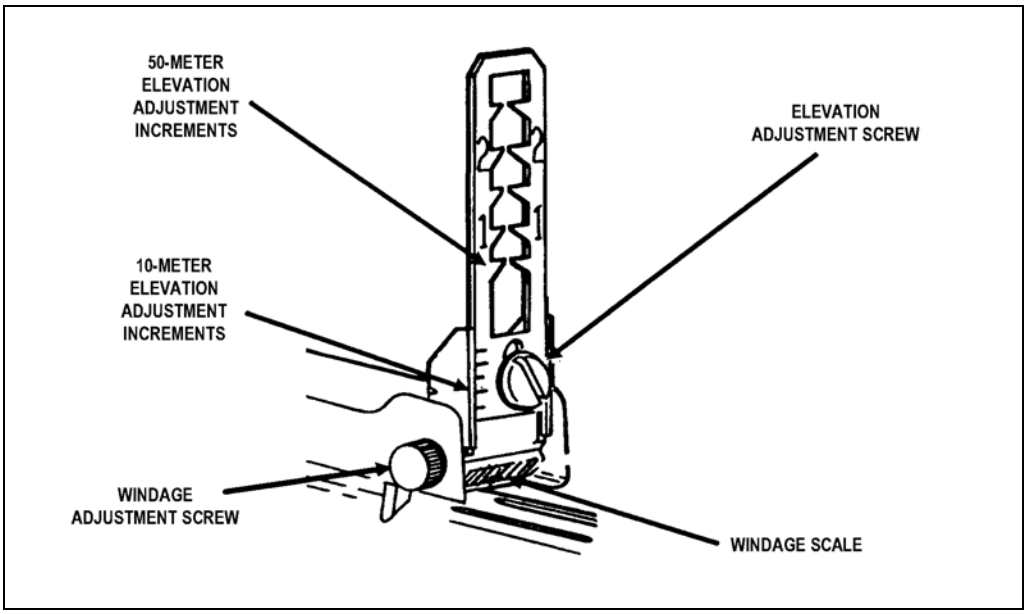
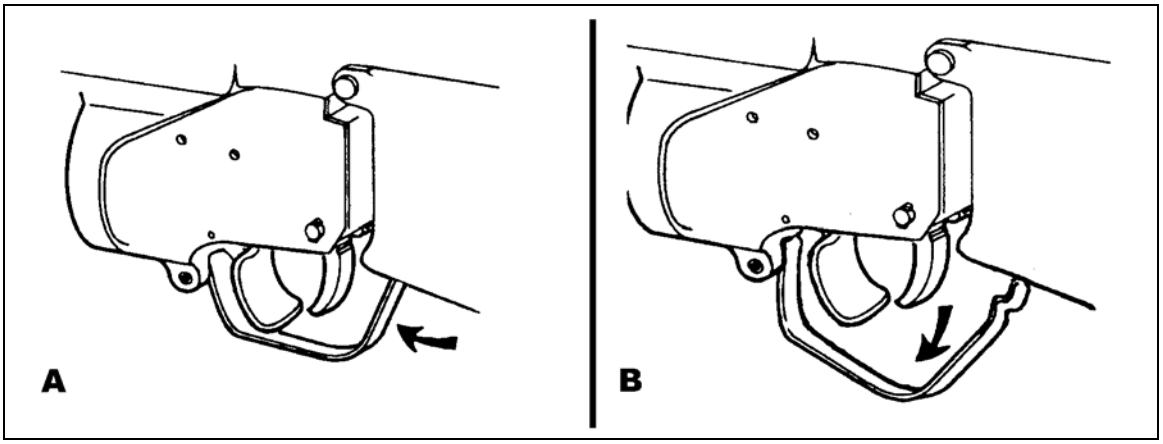

Figure 3-6. Leaf sight assembly.
Figure 3-7. Trigger guard.
f. **Leaf Sight Assembly**. The leaf sight assembly is attached to the top of the handguard (Figure 3-6, on page 3-6). The leaf sight assembly consists of the sight, its base and mount, an elevation adjustment screw, and a windage adjustment screw. Elevation and windage scales are marked on the mount. The folding, adjustable, open ladder design of the sight permits rapid firing without sight manipulation. The front sight post of the M16-series rifle serves as the front aiming post for the M203 leaf sight.
f. **Trigger Guard**. The trigger guard protects the trigger (A, Figure 3-6). Depressing the rear portion of the trigger guard rotates it down and away from the magazine well of the rifle, which allows the weapon to be fired while the firer is wearing gloves or mittens (B, Figure 3-7).